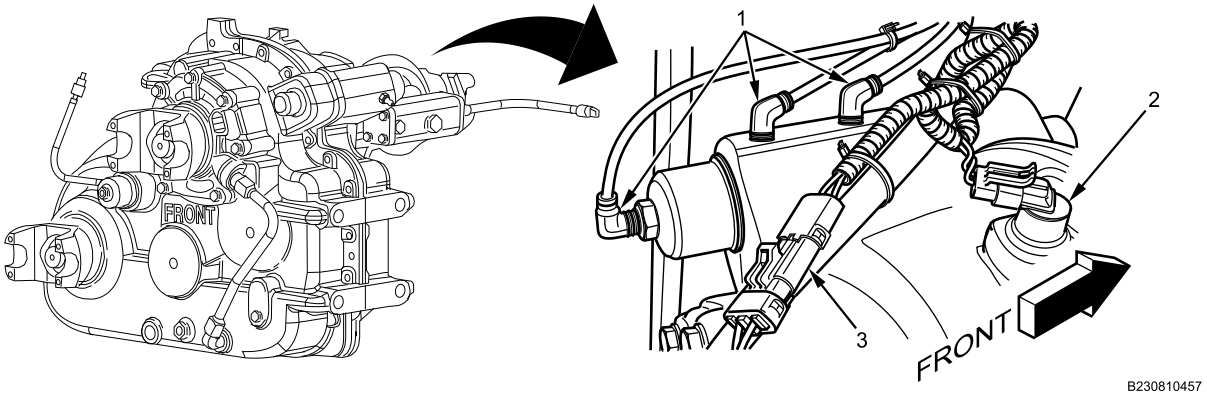

Figure 16. Top of Transfer Case.
11. Install three air lines (Figure 16, Item 1) securely on transfer case shift cylinder.
12. Connect wiring harness (Figure 16, Item 2) to transfer case speed sensor.
13. Install harness connector (Figure 16, Item 3) on transfer case front driveshaft sensor.